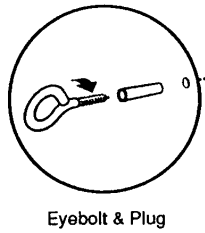

Fig. 15
6. Screw the four eyebolts into the wall plugs ensuring that the holes in the end of the eyebolts are in the horizontal plane (Fig. 15).